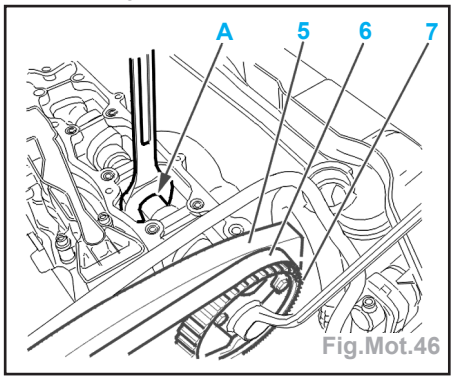

Fig.Mot.46
- Débloquer les vis de fixation des poulies d'arbres à cames en immobilisant les arbres à cames à l'aide d'une clé plate en (A) (Fig.Mot.46).